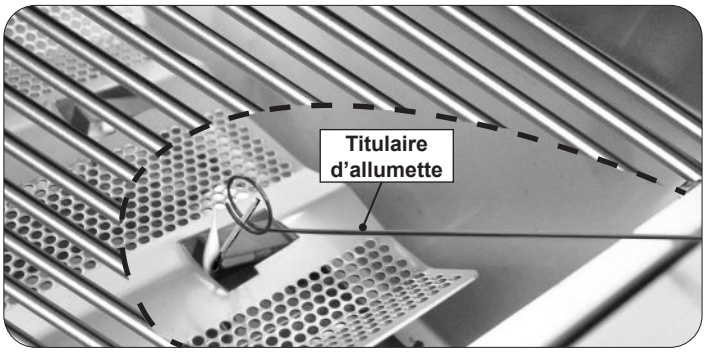

Fig. 30-2 **- Éclairage manuel**
2. Insérez soit un allumeur au butane brûlant à long canon, soit un allumeur à longue tige brûlante dans l'ouverture de la grille de cuisson vers le haut du brûleur (Fig. 30-2).
4. Si le brûleur ne se allume pas dans les **cinq (5) secondes** de tourner le bouton de commande, enfoncez immédiatement le bouton et tournez la valve à AU LOIN. ATTENDEZ CINQ (5) MINUTES avant de répéter les étapes 2 à 4 des instructions manuelles d'éclairage.